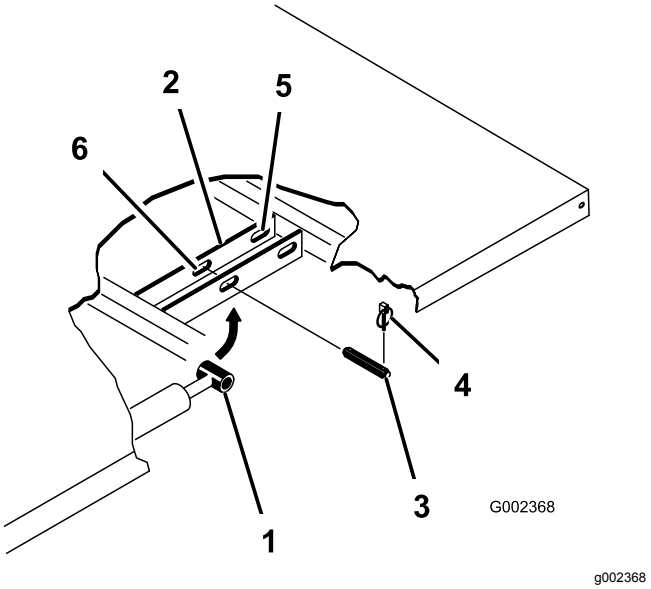

Figur 23
3. Fjern ringstiften fra den ytre enden av splittpinnene (Figur 23) på sylinderstaget.
4. Fjern splittpinnene som fester sylinderstagendene til monteringsplatene for lasteplanet, ved å skyve pinnene innover (Figur 23).
5. Fjern orepinnene og splittpinnene som fester svingbrakettene til rammen (Figur 23).